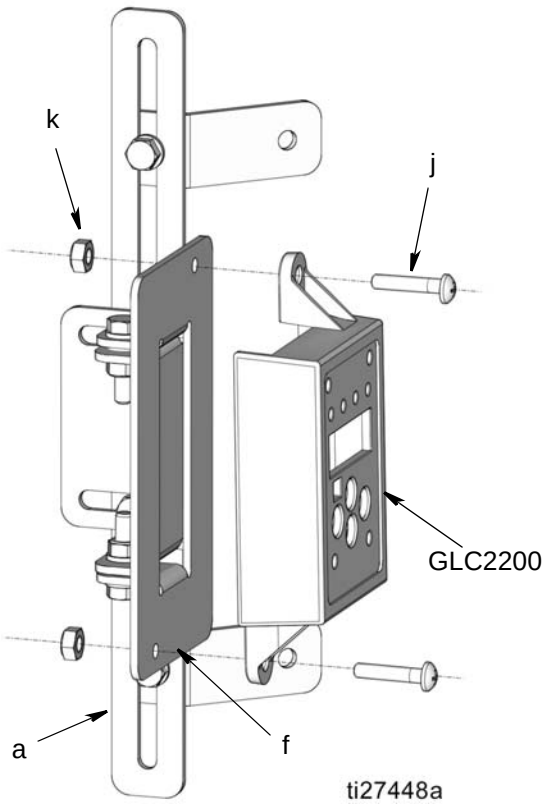

FIG. 47
e. Install the GLC200 controller on the mounting plate (f) using screws (j), and nuts (k) as shown in FIG. 47. Tighten mounting bolts just enough to secure the controller in the bracket. Adjust the GLC2200 controller for the best viewing angle then wrench tighten bolts securely.